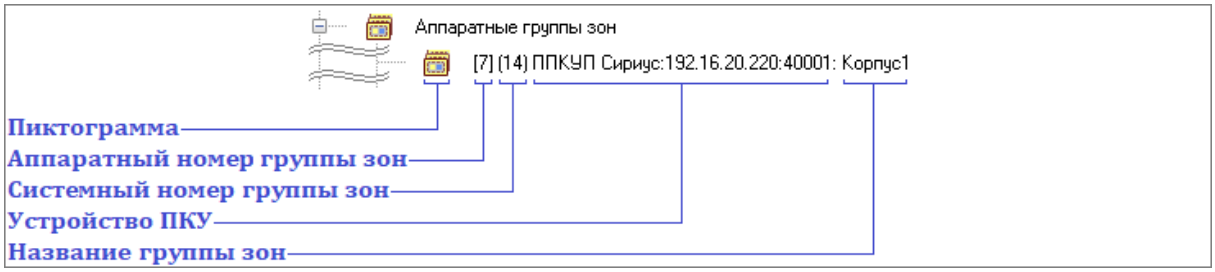

Рисунок 6-257 Отображение объекта "Аппаратная группа зон" в дереве зон как принадлежащего узлу "Аппаратные группы зон"
– узлу «Аппаратные группы зон» (см. Рисунок 6-257).